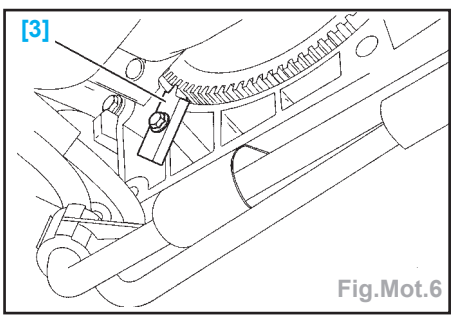

Fig.Mot.6
- Déposer la plaque de fermeture (16).
- Mettre en place l'outil [3] (Fig.Mot.6).